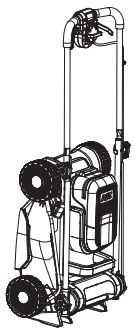

**Fig. 23**
- Store the lawn mower flat or upright (Fig. 23).